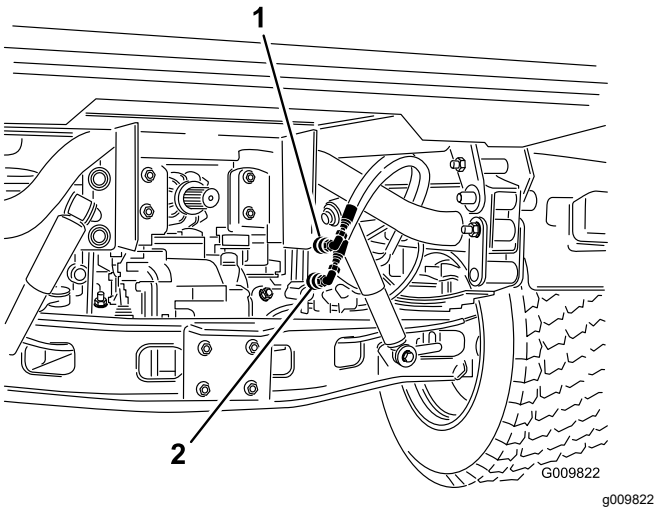

**Figur 17**
2. På kjøretøy med serienumre fra 240000001 og oppover kobler du de to løftesylinderslangene fra slangene som er festet til koblingsbraketten (Figur 17). Sett hettene inn i hurtigkoblingene til sylinderslangene.